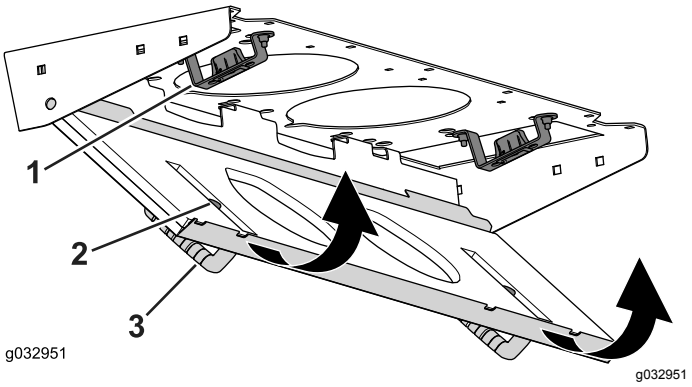

Figuur 93
4. Kantel het filterscherm rond de nokken totdat de vergrendeling aangrijpt in de grendelplaat (Figuur 93).